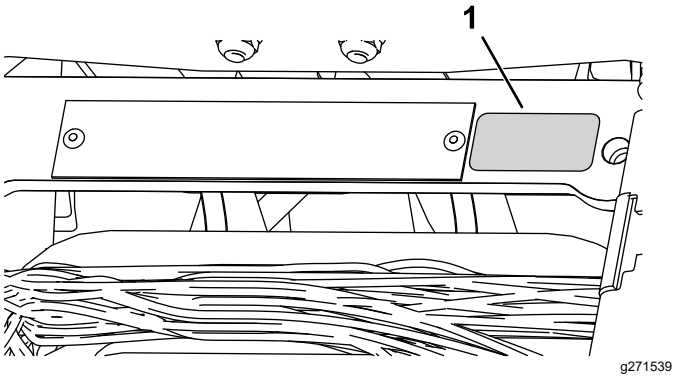

Figuur 10
- Breng de sticker met het productiejaar aan bij het plaatje met serienummer (Figuur 10).